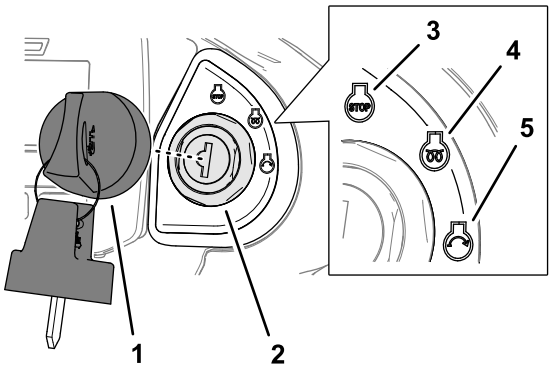

Figuur 25
4. Draai het sleuteltje naar de stand uitschakelen (Figuur 25).